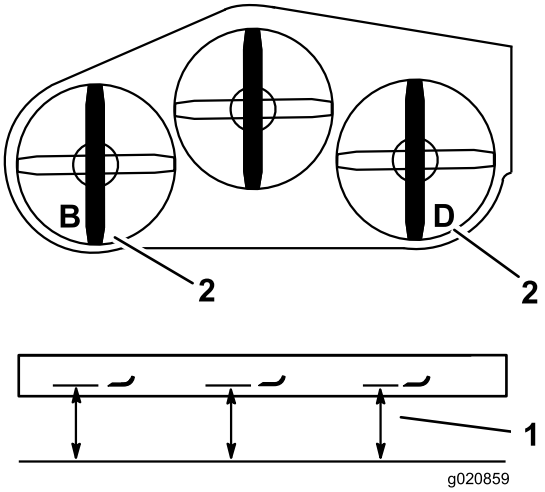

Figur 85
2. Mål den venstre skærekniv ved punktet **B** fra en plan overflade til knivspidsens skarpe kant, og noter dette tal ned (Figur 85).
3. Mål den højre kniv ved punktet **D** fra en plan overflade til knivspidsens skarpe kant, og noter dette tal ned (Figur 85).
4. Afstanden fra punkt **B** skal ligge inden for 3 mm fra punkt **D**. (Figur 85). Hvis det ikke er korrekt, skal du gøre følgende: